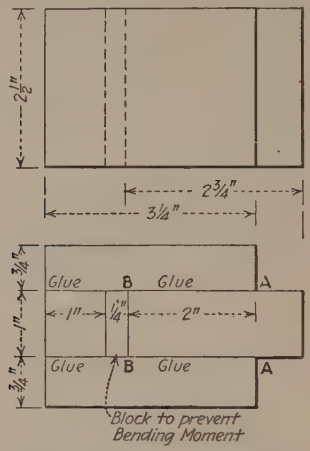

FIG. 121.—Glue test blocks.
1. According to the blue print of the shear test specimen issued by the Aviation Section of the Signal Corps see Fig. 121.
This is the ratio that should be used (see Fig. 121).